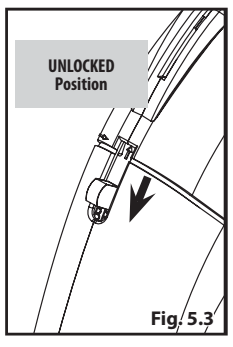

Fig. 5.3
- **a.** Push the BB retainer button all the way back to the UNLOCKED position (Fig. 5.3)
IMPORTANT: BBs will only transfer from the reservoir to the magazine if the air rifle is tilted downward and the BB retainer button is in the UNLOCKED position (Fig. 5.3).
- **a.** Slide the BB retainer button to the UNLOCKED position (Fig. 5.3)